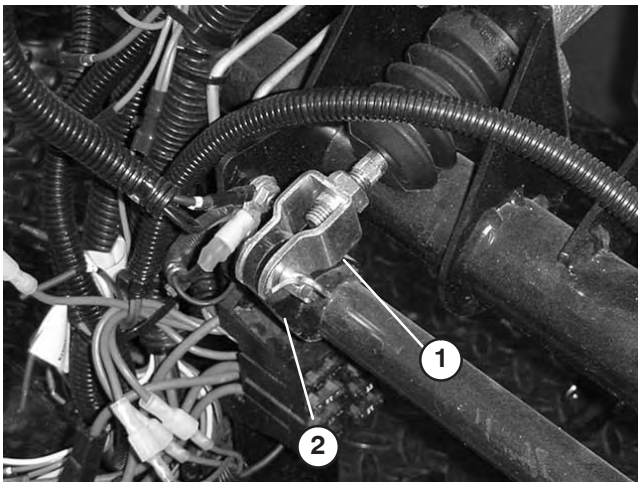

Bild 60
1. Nehmen Sie den Splint und Lastösenbolzen ab, mit dem das Hauptzylinderjoch am Bremspedalgelenk befestigt ist (Bild 60).
3. Lösen Sie die Sicherungsmuttern, mit denen das Joch an der Hauptzylinderwelle befestigt ist (Bild 60).